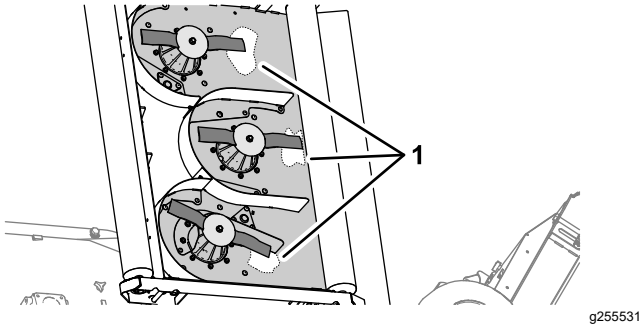

Figuur 71
2. Maak de onderkant van het maaidek aan het gebied naast de snijrand aan de achterkant van het mes schoon (Figuur 71).